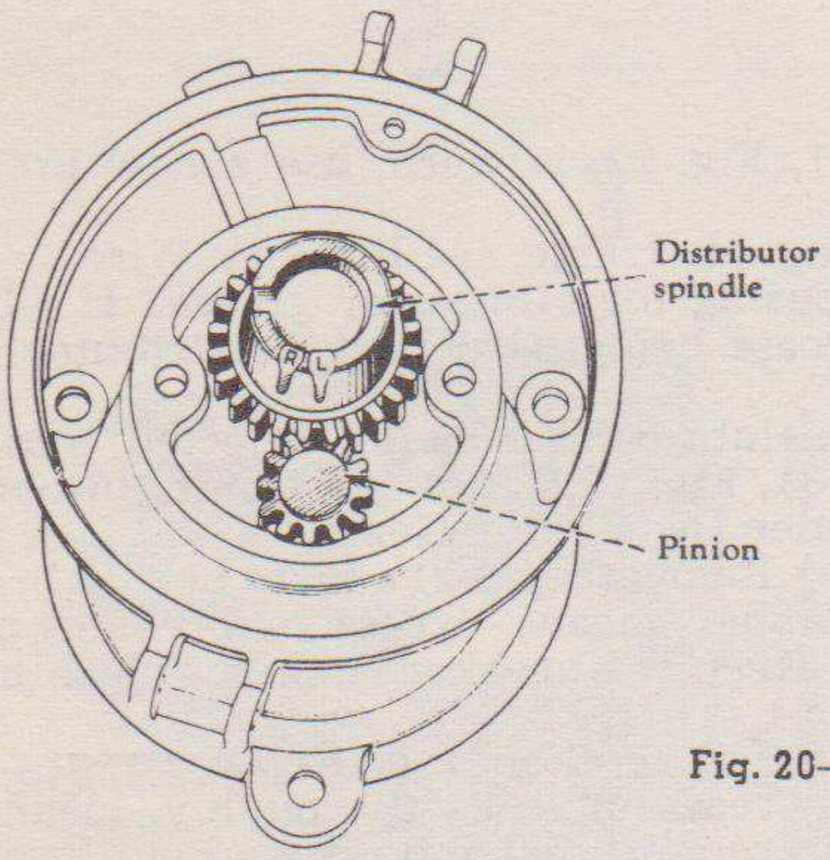

Fig. 20—Timing marks on H-4 distributor spindle and pinion.
(4) Take off the distributor spindle (9), Fig. 18, and fill the bore with magneto grease. Press the distributor gear spindle onto the shaft (7). As the teeth come in contact, time the distributor spindle by meshing the rotor pinion (5) and the distributor gear so that the marked tooth on the pinion (5) is in line with the "L" marking (a counter-clockwise magneto) on the gear as shown in Fig. 20. This is a very important operation.